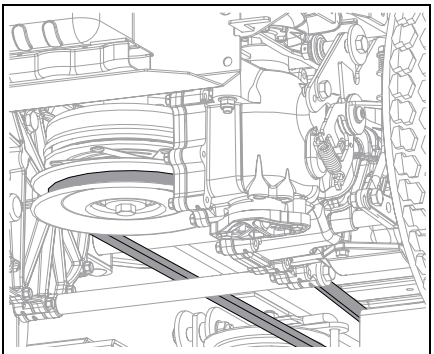

Bild 40
5. Ta av däckdrivremmen från bakre drivremskivan. Se Bild 40.